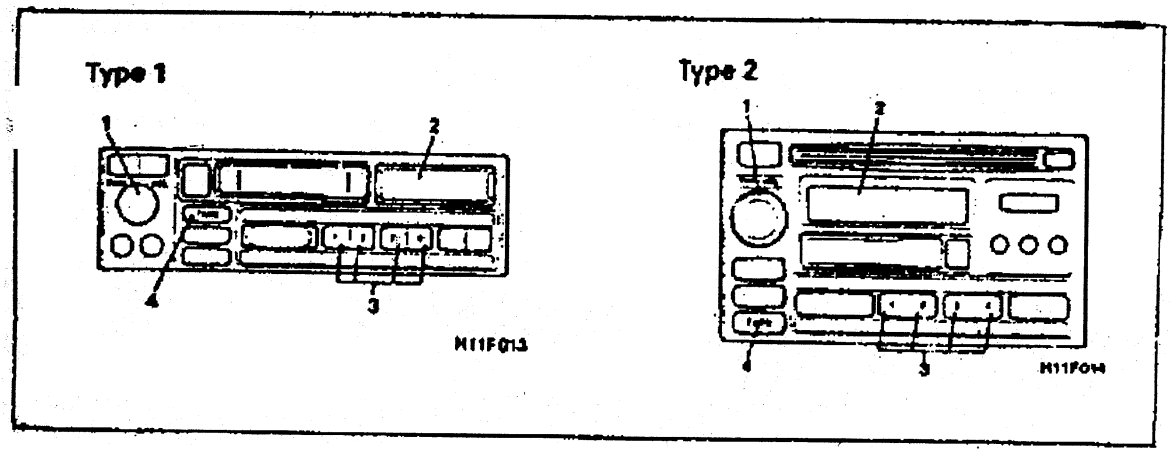

图 20－38
(3)根据“密码左数第一位对应 1 号数字键并以此类推”(图 20－39)的密码输入要求，通过触压音响主机控制面板上的数字键输入相应位数的密码数字；而各数字键随着触压的次数按如下循环输入数码有大小；